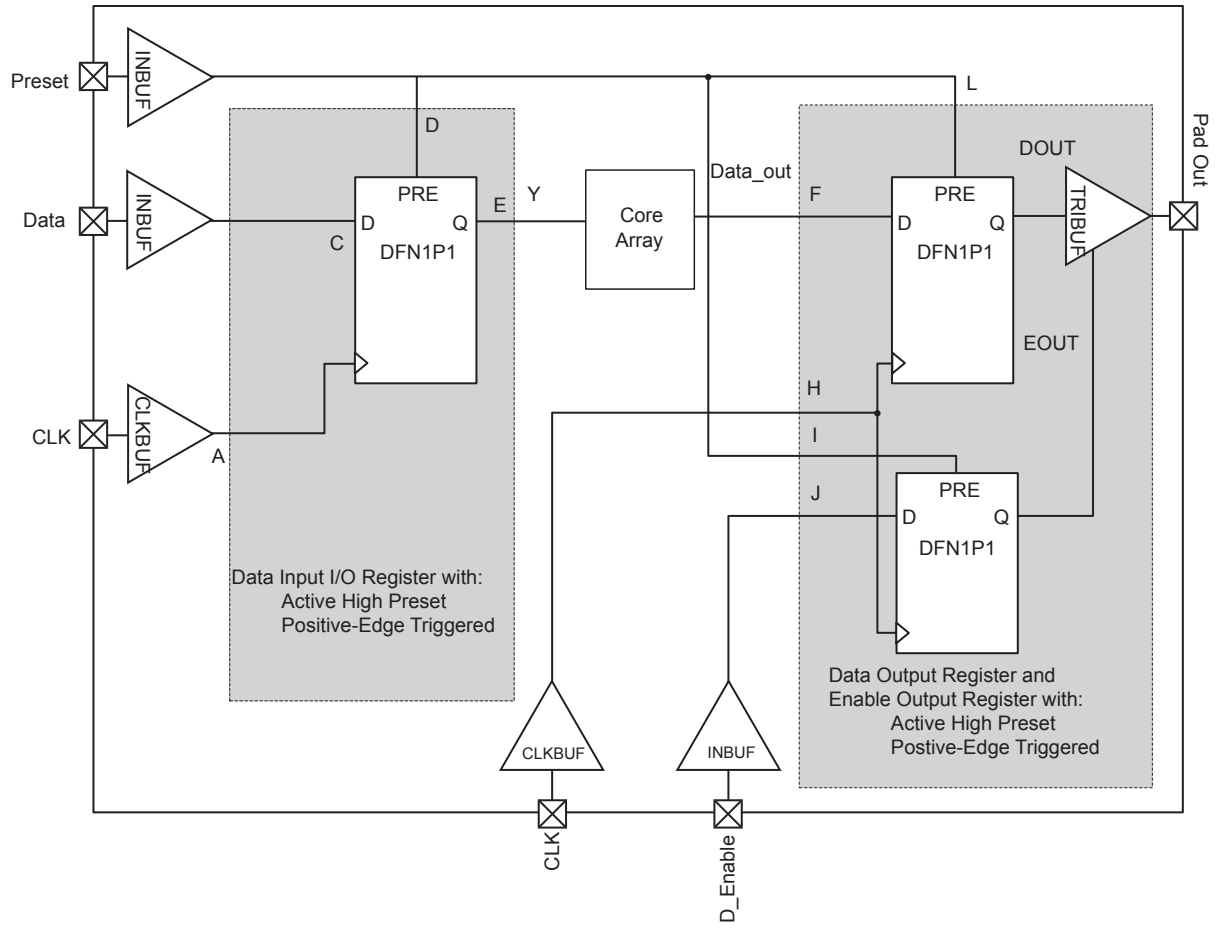

Figure 2-12 **• Timing Model of Registered I/O Buffers with Asynchronous Preset**
*Note: *See Figure 2-12 on page 2-41 for more information.*